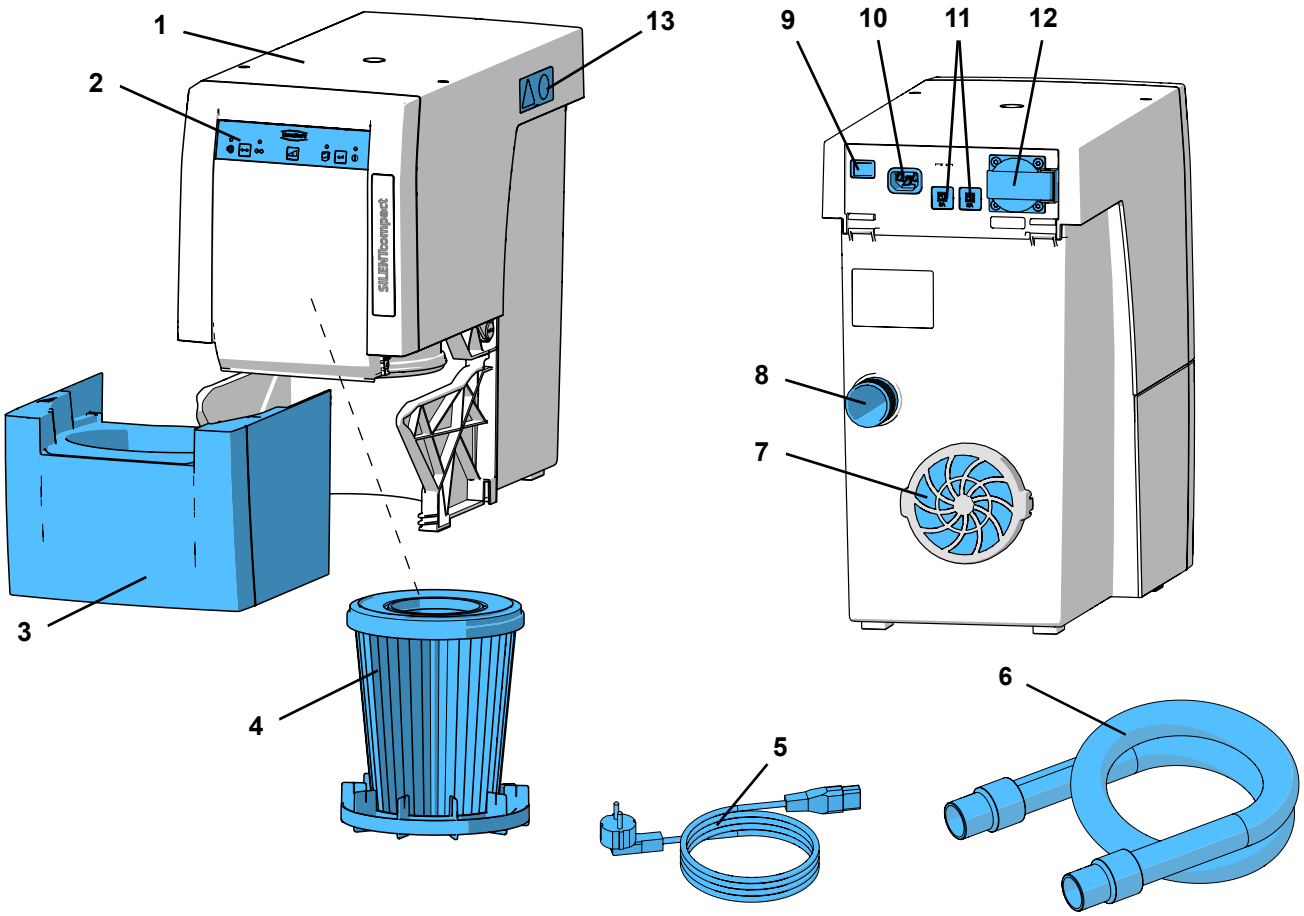

Fig. 1
- Wylot powietrza (7, Rys. 1) nie był utrudniony.
⇒ Przewód zasilający (5, Rys. 1) podłącz do gniazda sieciowego (10).
⇒ Wąż ssący (6, Rys. 1) włożyć na króciec przyłączeniowy (8).